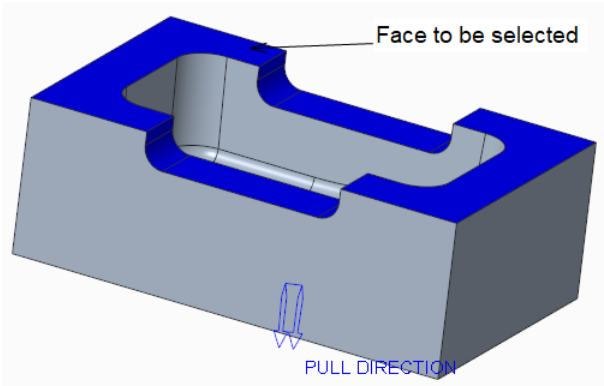

Figure 16-37 *Face to be selected as a sketching plane*
3. Select the bottom face of **Cavity_2** as the sketching plane for runner, as shown in Figure 16-37. Next, choose the **Okay** option in the **DIRECTION** rollout of the **Menu Manager** and select the **Default** option from the **SKET VIEW** rollout of the **Menu Manager**; the sketcher environment gets activated.